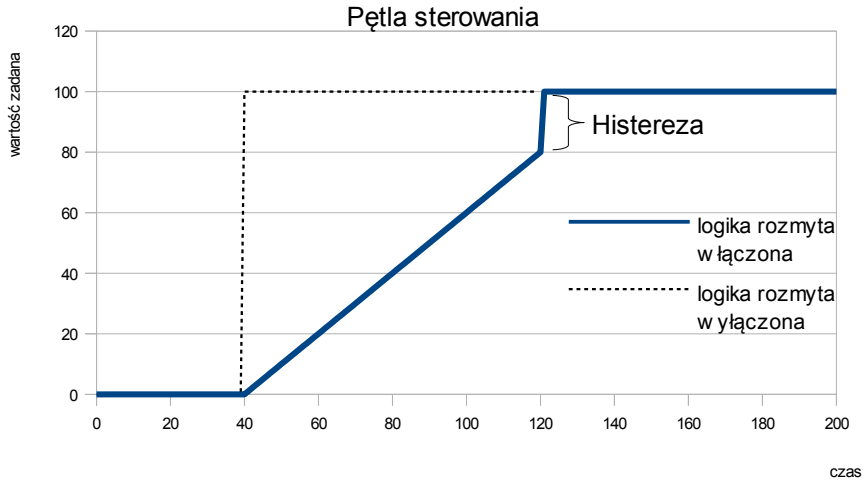

Rys. 7.126. Porównanie odpowiedzi regulatora na zmianę wartości zadanej przy wykorzystaniu i bez wykorzystania logiki rozmytej
- **Histereza** – określa wartość histerezy (patrz **Rys. 7.126**),